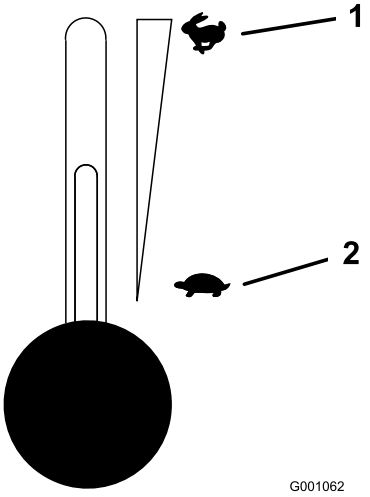

Figur 13
5. Flyt gashåndtaget til midterpositionen (Figur 13).
2. Flyt gashåndtaget midtvejs mellem hurtig og langsom position (Figur 13).